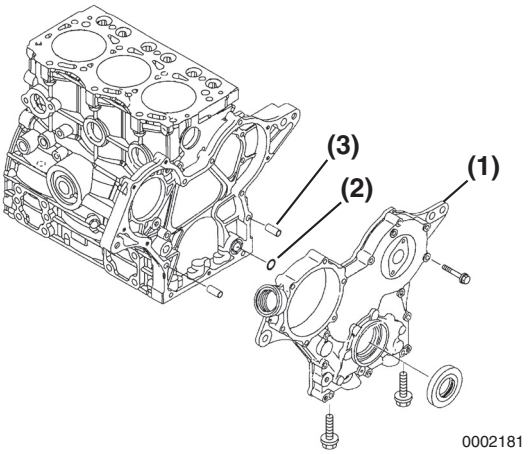

Figure 6-39
4. Remove the gear case cover **(Figure 6-39, (1))**.
5. Remove the dowel pins **(Figure 6-39, (3))** and O-ring **(Figure 6-39, (2))**.